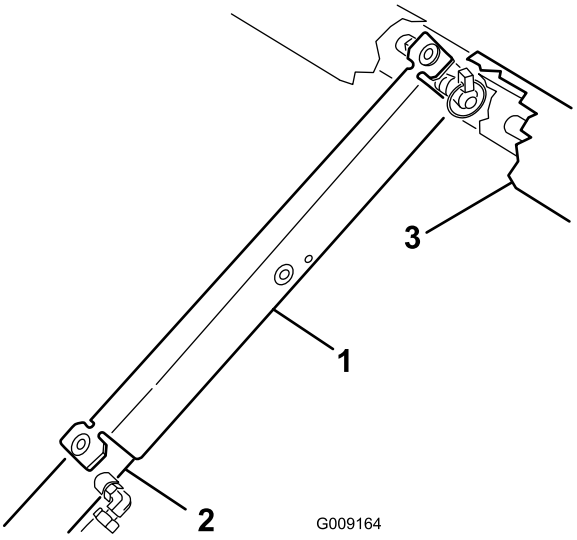

Figur 29
3. Skyv støttepilaren for lasteplanet på sylinderstangen. Påse at pilarendene hviler på enden av sylinderløpet og sylinderstangen (Figur 29).